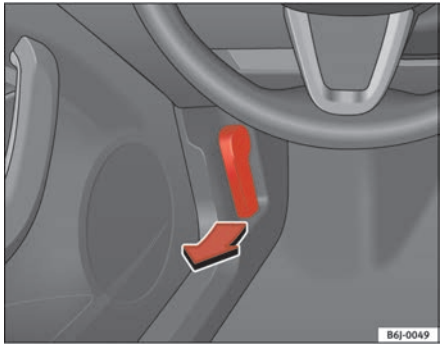

Fig. 111 Bonnet opening lever
– To release the bonnet, pull the lever under the dashboard ⇒ fig. 111 in the direction indicated (arrow). The bonnet will be released by a spring action ⇒ ⚠.